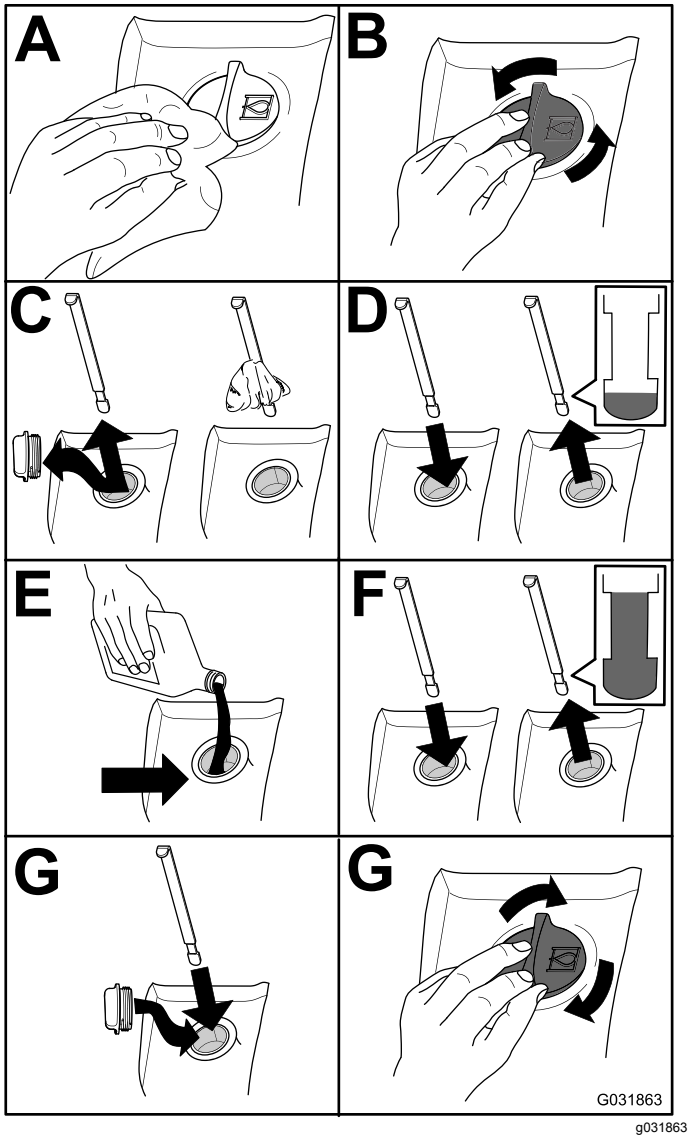

Figuur 77
2. Controleer het peil van de hydraulische vloeistof (Figuur 77).